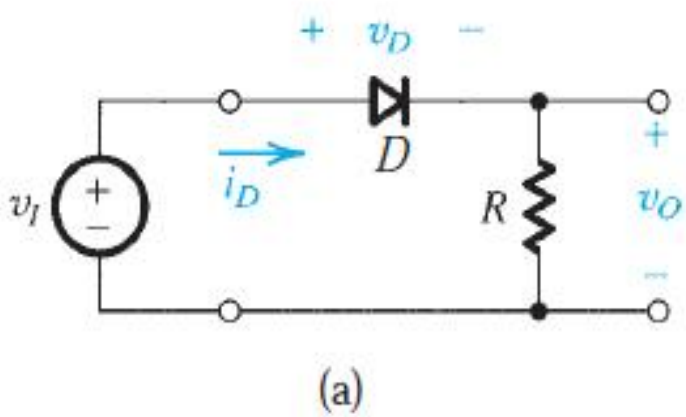

Figure 4.3 (a) Rectifier circuit.
4.13 A symmetrical square wave of 4-V peak-to-peak amplitude and zero average is applied to a circuit resembling that in Fig. 4.3(a) and employing a 100-Ω resistor. What is the peak output voltage that results? What is the average output voltage that results? What is the peak diode current? What is the average diode current? What is the maximum reverse voltage across the diode?